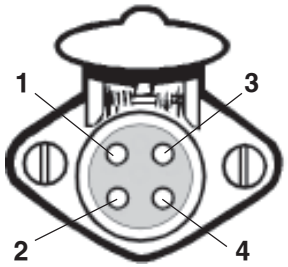

Figure 5
6. If the motorhome does not have the correct wiring socket already, you can replace it with the new socket for the four-wire cord, and connect the appropriate wires to the new socket, according to Figure 5.
4. Loosen all of the set screws on the side of the socket, and connect the wires to the back of the socket, as shown in Figure 5. Or, wire the socket to match the existing wiring on the motorhome.